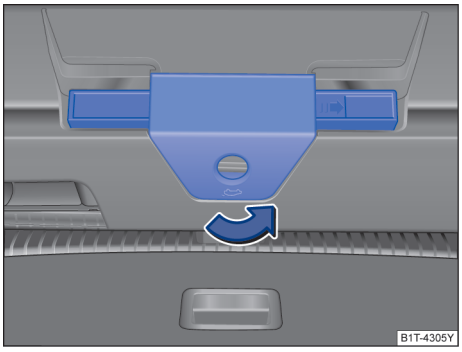

图 69 在行李厢盖中：开启三角警告牌的固定装置
– 将三角警告牌托架盖向逆时针方向旋转 90° → 图 69（箭头）。 ▶